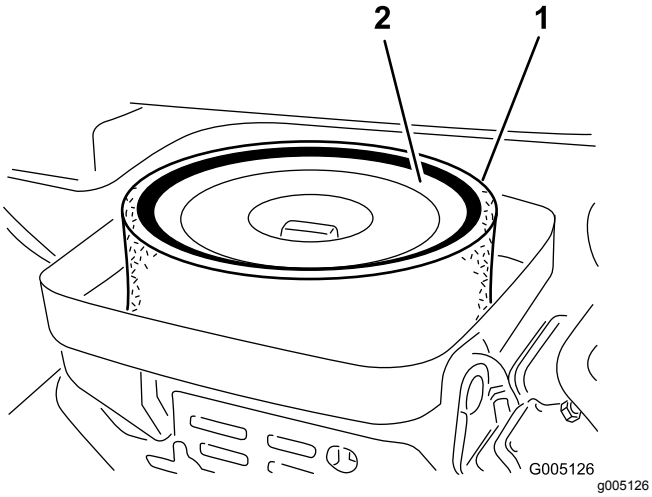

Figuur 32
3. Maak de vleugelmoer los waarmee de elementen zijn bevestigd aan de luchtfilterbehuizing (Figuur 32).
4. Als het schuimelement vuil is, moet u dit verwijderen van het papierelement (Figuur 32) Dit moet grondig worden gereinigd. Ga hierbij als volgt te werk: